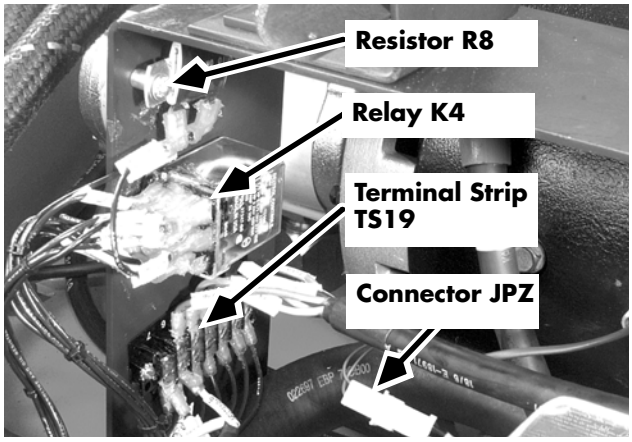

Figure 7-27: Hydraulic Filler Bracket, Attached Components (Series EZ-B shown)
5. If necessary, remove terminal strip TS19, relay K4, and resistor R8, from the bracket, leaving the wires attached to the components. See Figure 7-27 on page 7-33.